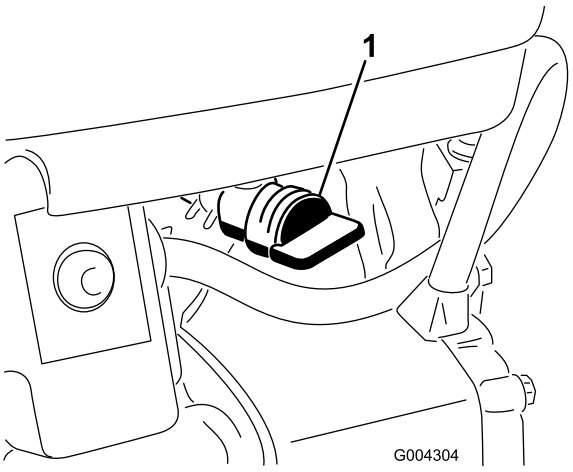

Bild 20
4. Öffnen Sie den Kraftstoffhahn unter dem Kraftstofftank (Bild 20).
5. Schließen Sie den Kraftstoffhahn (Bild 20).